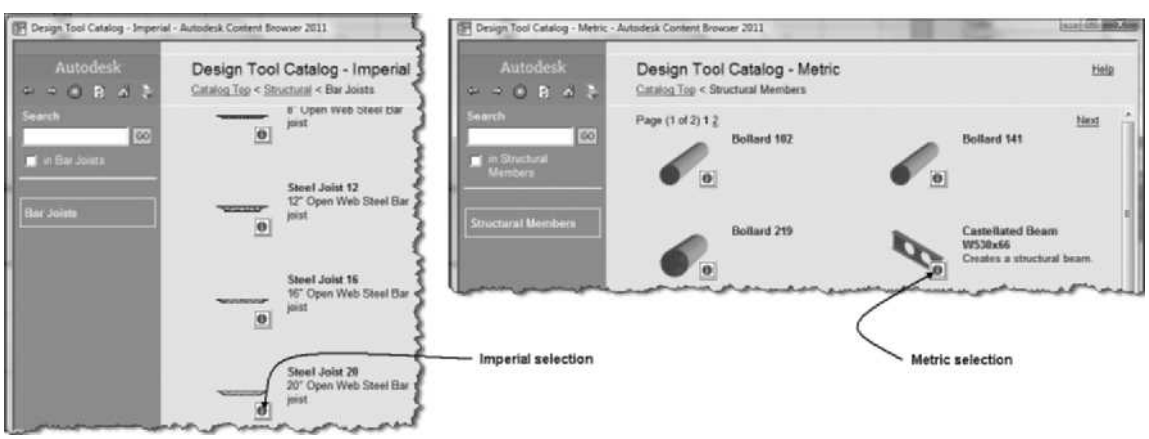

FIGURE 13.26 *Steel Joist 20 [Castellated Beam W530 ×× 66] i-dropped into the drawing*
19. Select the **Content Browser** from the Tools flyout menu in the Build panel. Select the Design Tool Catalog – Imperial > Structural > Bar Joists [Design Tool Catalog – Metric > Structural Members > Castellated Beam W530 × 66] as shown in Figure 13.26. Select the i-drop for the **Steel Joist 20** [Castellated Beam W530 × 66] and drag it from the catalog to the Structural tool palette.